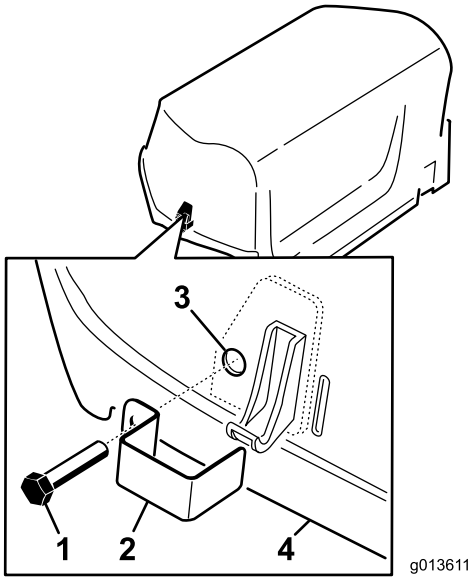

Figure 7
1. Fixez une gâche sur les verrous gauche et droit du capot avec une vis d'assemblage(x 2) (Figure 7).
2. Avec une pince ou une clé réglable, vissez une rondelle de blocage interne sur chaque vis (1-2 filets) pour la fixer en place (Figure 7).